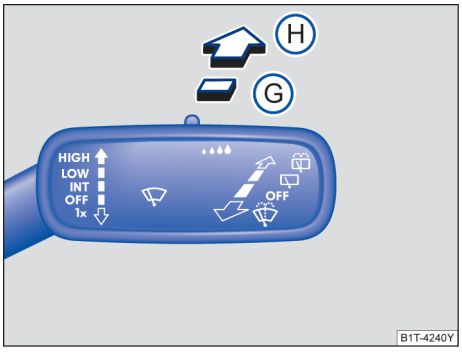

图 118 挡风玻璃雨刮器拨杆：后窗雨刮器操作
– 将挡风玻璃雨刮器拨杆向前按到位置Ⓖ→ 图 118，大约每隔六秒，雨刮器刮一次车窗→ⓘ。